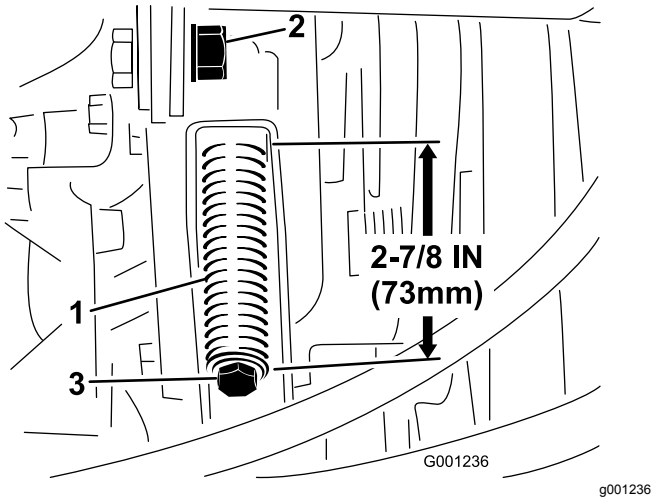

Figur 73
3. Løsn spændstangens kontramøtrik (Figur 73).
4. Brug en 1/2-tommes nøgle til at stramme eller løsne tilspændingsfjederen (Figur 73). Juster fjederlængden til 73 mm.
4. Brug en ½"-nøgle til at løsne tilspændingsfjederen (Figur 73) helt.
6. Monter kraftudtagets nye rem, og spænd remskivens fjeder til en længde på 73 mm (Figur 73).
7. Spænd kontramøtrikken (Figur 73), og luk motorhjelmen.